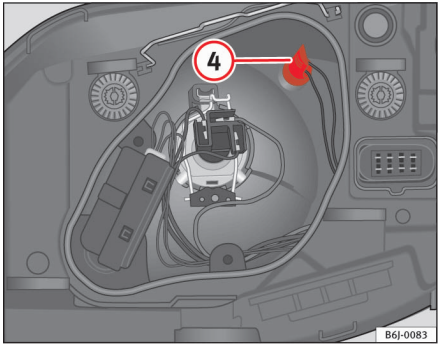

Fig. 148 Positionslys
– Tag fatningen (4) ⇒ fig. 148 ud.